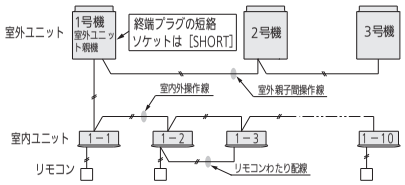

図11
- 1冷媒系統の場合は、1か所の終端プラグを［SHORT］（出荷時のまま）にする。（S-LINKアダプターは［ON］にする）（図11）